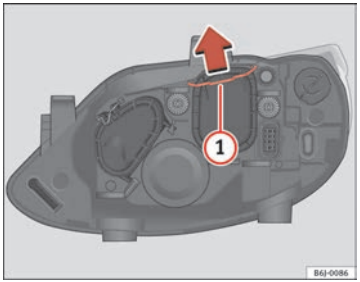

Fig. 134 Luz de cruce
– Desplace el tirante ⇒ fig. 134 (1) en el sentido de la flecha y saque la tapa.